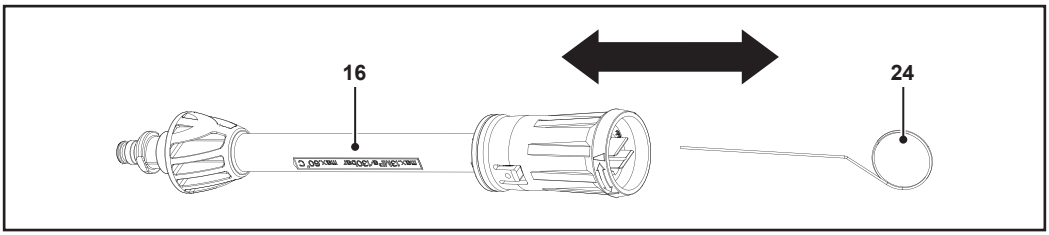

Fig. 12
Pentru a îndepărta depunerile de praf din duza reglabilă (16) sau duza rotativă (17), introdu acul de curățare (24) în deschiderea din vârful duzei și mișcă-l înainte și înapoi (fig. 12).